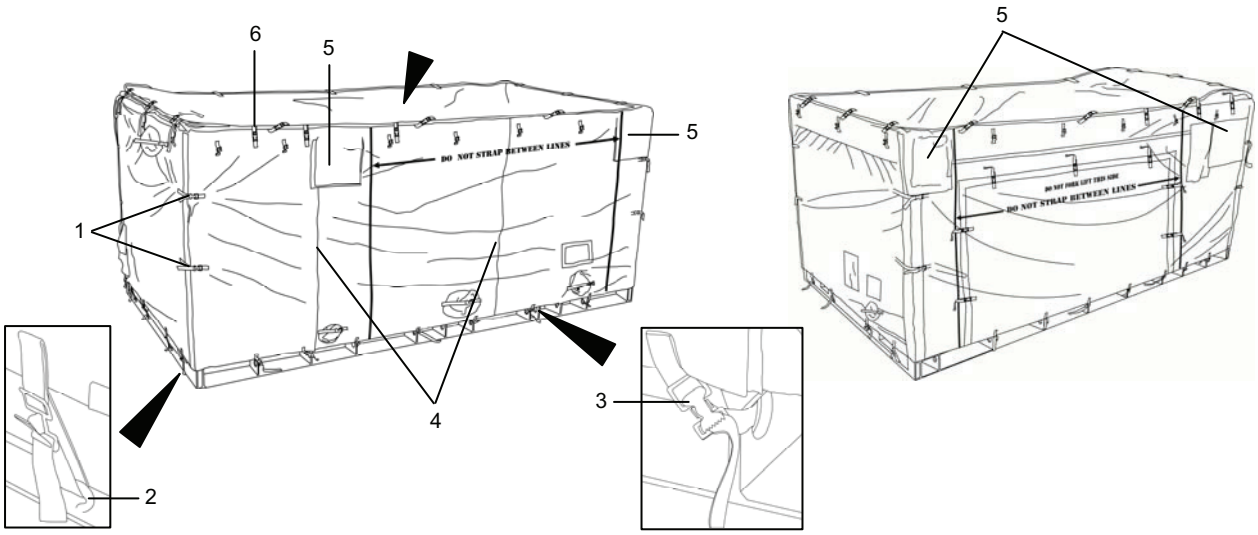

Figure 7. Winter Cover Installation Detail (MC-TWPS).
Secure and tighten the following straps, zippers and hook and loop strips (Figure 7):
1. Unfasten the nine straps around the expandable end of the cover above the operator station roof (6) (Figure 7).